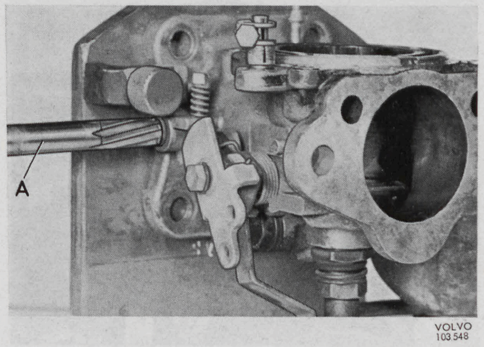

Bild 20. Brotschning av läge för bussning.
2. Spänn fast stativ SVO 2603 i ett skruvstycke och sätt fast förgasaren i stativet med krokarna enligt bild 20. För arbete med SU-förgasare används stativets tjocka tapp. Se till att tappens hål kommer i linje med spjällaxelns hål.
3. Brotscha upp hålen för spjällaxeln i huset med brotsch SVO 2400, bild 20. Dra ej tillbaka brotschen genom hålet, utan lossa fästet och skjut brotschen i arbetsriktningen genom hålet